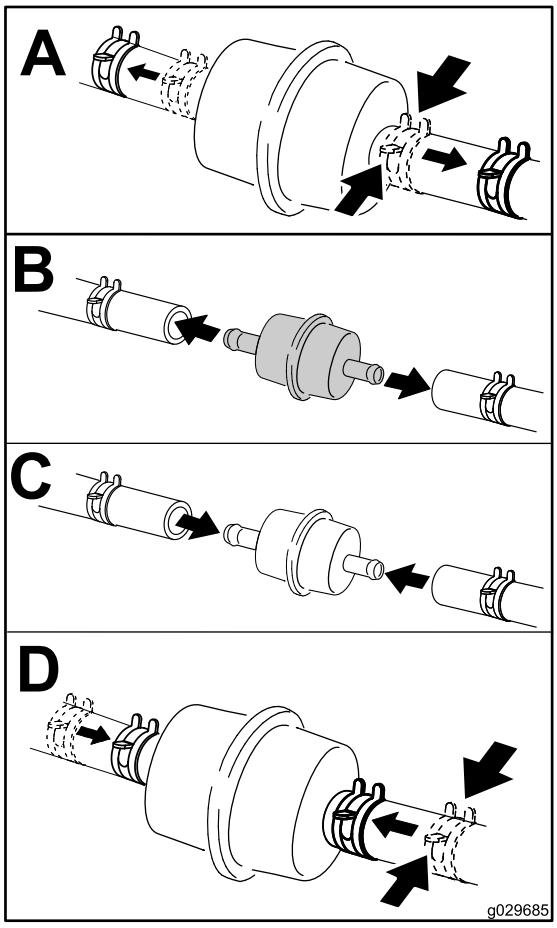

Figuur 41
3. Vervang het brandstoffilter van de slang (Figuur 41).